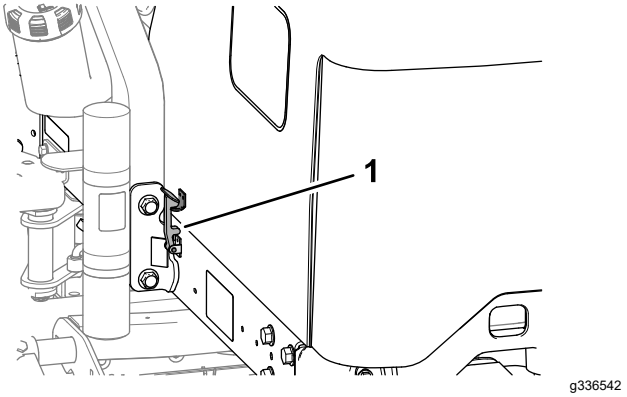

**Figur 43**
2. Vri panseret opp og tilbake (Figur 43).